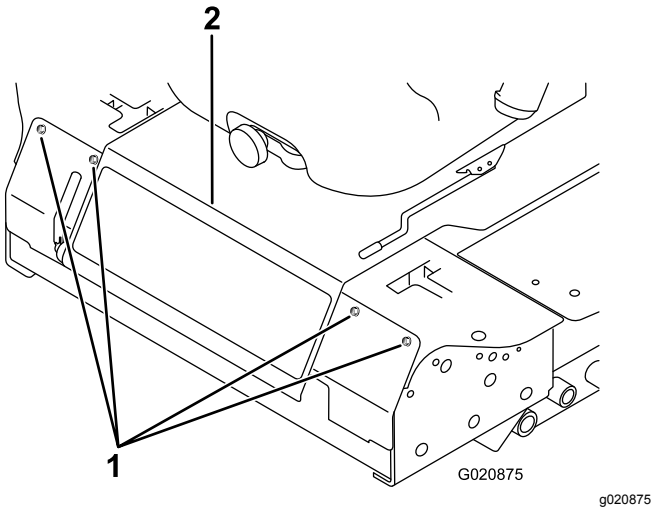

**Rysunek 47**
2. Usuń śruby mocujące panel przedni i zdejmij go (Rysunek 47).